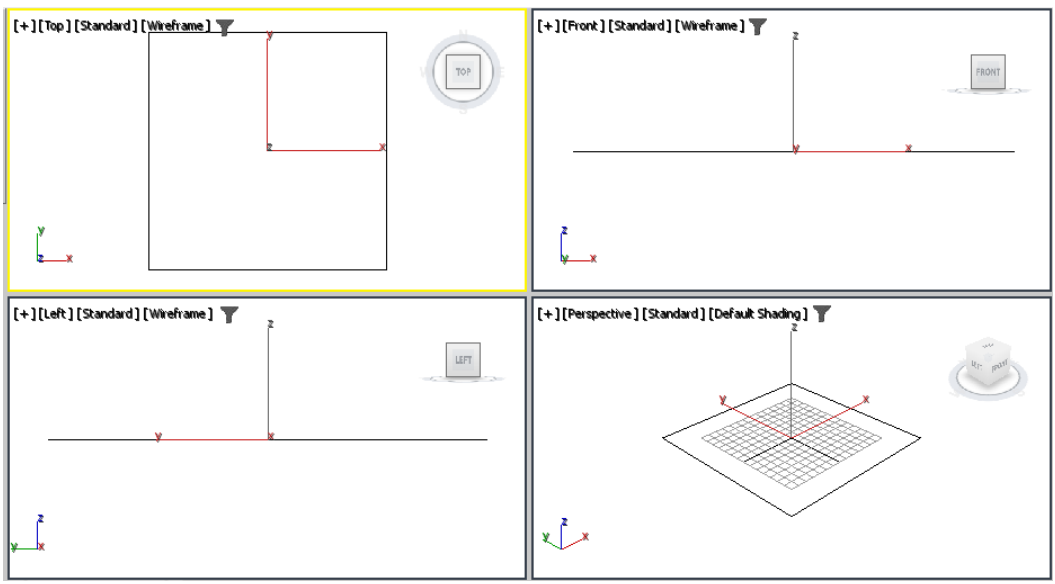

Figure 5-2 *The rectangle created for the table top*
5. Invoke the **Zoom Extents All** tool from viewport navigation controls to zoom the rectangle to its extents in all viewports, as shown in Figure 5-2.